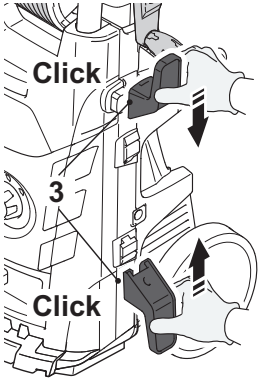

Fig. 1
> Attach the two supply cord holders (3) to the product (Fig. 1). Ensure it engaged properly.